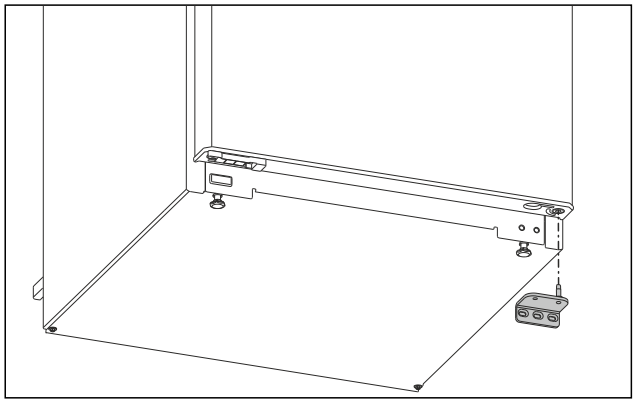

Fig. 7
▶ Tag hængslet af nedefter. (se Fig. 7)